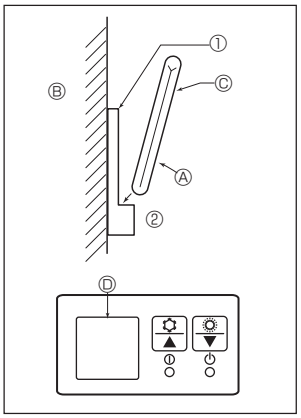

Fig. 6-8
2) Méthode d'installation (Fig. 6-8)
① Attachez le support de la télécommande à l'endroit voulu à l'aide de 2 vis à taraud.
② Mettez la partie inférieure de la télécommande dans le support.